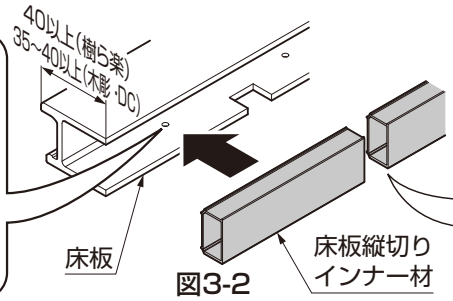

図3-2
②床板縦切りインナー材を必要な長さに切断してください。(図3-2)